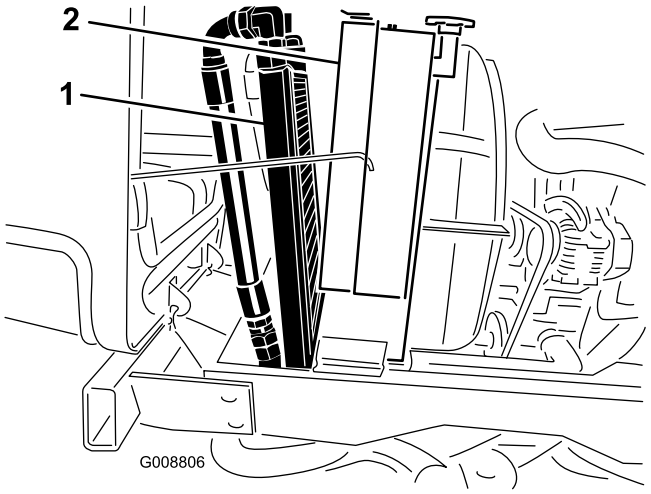

Figura 68
3. Incline o refrigerador de óleo para trás. Limpe ambos os lados do refrigerador do óleo e a zona do radiador (Figura 68) com ar comprimido. Comece a partir da parte frontal e sopre os detritos para fora na direcção da parte posterior. Depois, limpe a partir da parte posterior e sopre na direcção da parte frontal. Repita o procedimento várias vezes até remover toda a sujidade e detritos